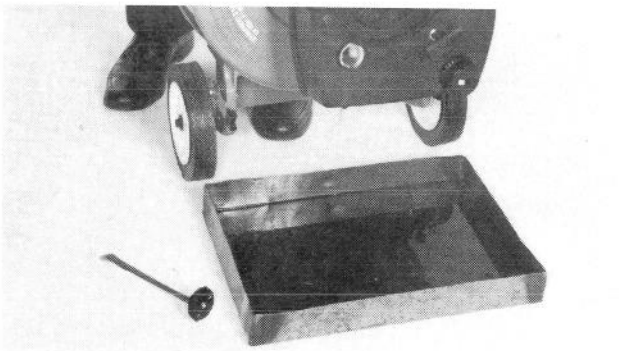

Figure 40
3. Tip mower forward so all oil drains out filler neck and into drain pan (Fig. 40).